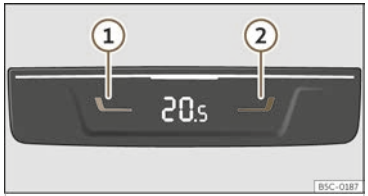

Fig. 118 In the centre console, rear section: controls for the rear seats.
- Press buttons ① and ② ››› **Fig. 118** to adjust the temperature of the rear zone.